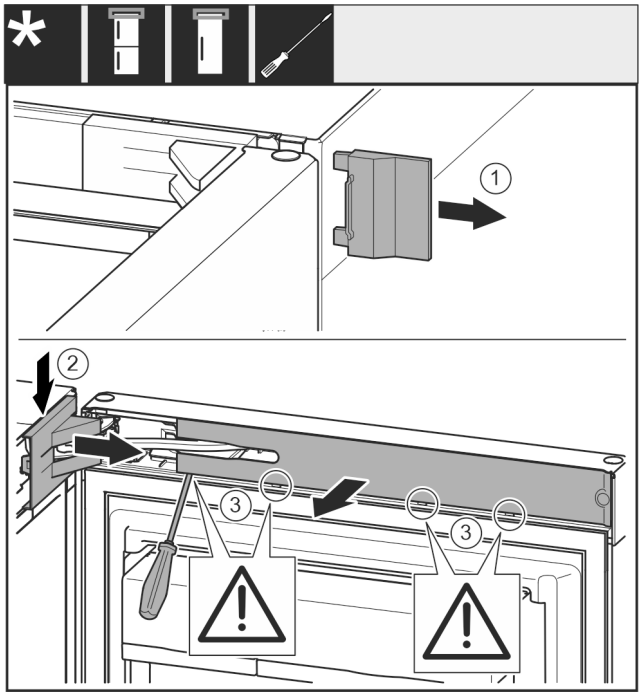

Fig. 9
▶ Noņemiet pārsegu *Fig. 9 (1)*.
▶ Atbrīvojiet un atvienojiet gultņa balsta pārsegu *Fig. 9 (2)*.
▶ Noņemiet gultņa balsta pārsegu *Fig. 9 (2)*.
▶ Atbrīvojiet aizsegu *Fig. 9 (3)* ar plakano skrūvgriezi un pagrieziet uz sāniem.